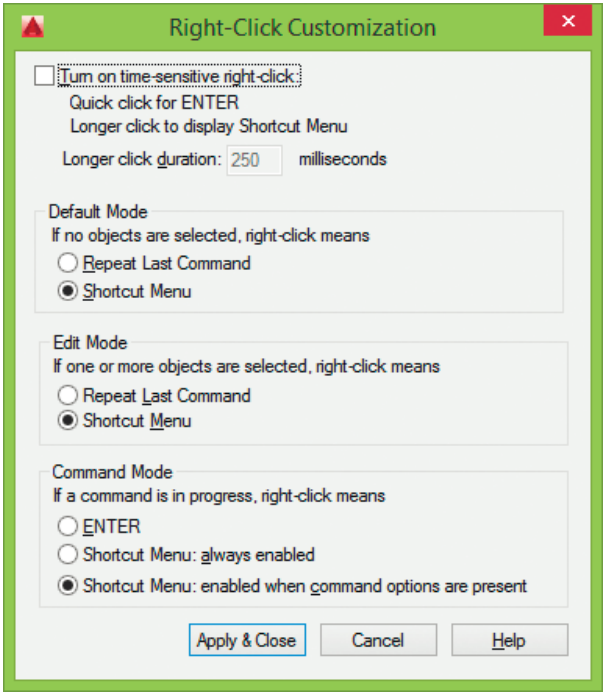

Рис. 3.13. Диалоговое окно настройки правой кнопки мыши
- кнопка **Right-click Customization...** – загрузка одноименного диалогового окна, позволяющего выбрать действия, к которым приводит нажатие правой кнопки мыши (системная переменная SHORTCUTMENU) (рис. 3.13):